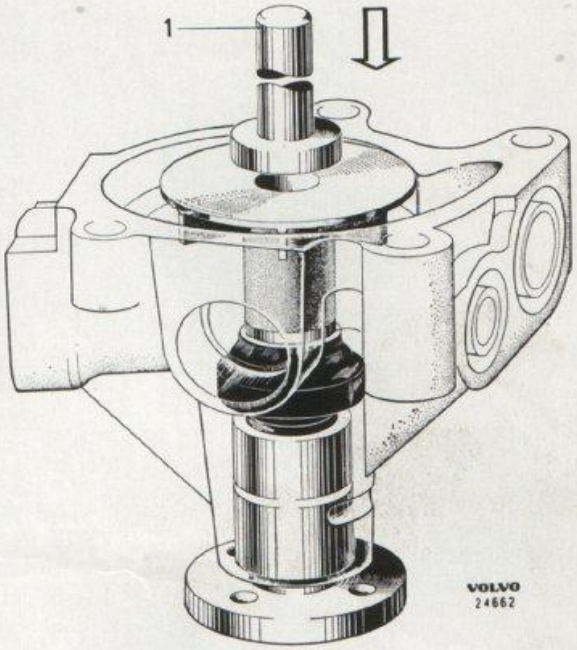

Bild 1-87. Montering av skovelhjul
4. Pressa på skovelhjulet med dorn SVO 2266 (bild 1-87) så långt att hjulet ligger 0,2 mm under pumphusets plan. Brickan enligt punkt 1 måste ligga under axeländan.